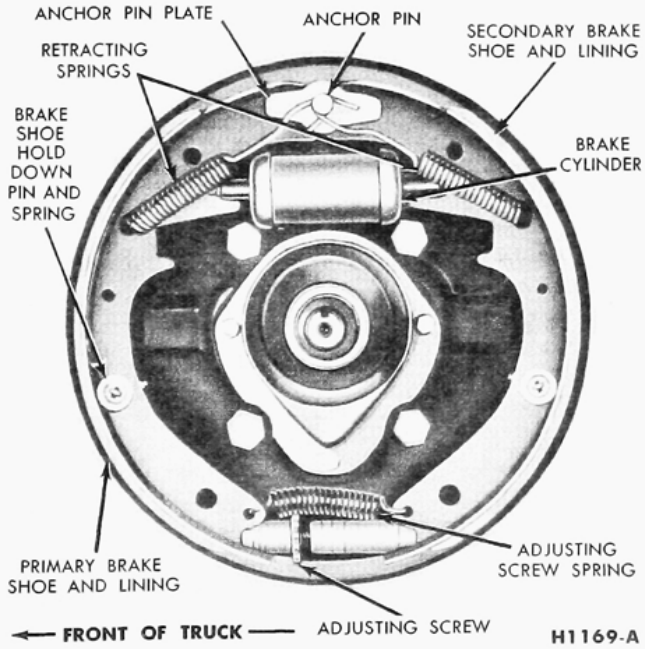

FIG. 8—Duo-Servo Single Anchor Brake Assembly
3. Remove the anchor pin plate (Fig. 8 or 9).
3. Remove the lock nut, washer, and wheel bearing adjusting nut from the steering spindle. Remove the wheel, hub and drum as an assembly (Refer to Fig. 8, Part 2-2). The wheel outer bearing will be forced off the spindle at the same time. Remove the wheel inner bearing cone.
3. Rotate the wheel in both directions and at the same time tighten the bearing adjusting nut to bring the bearing rollers into proper contact. After the bearings are firmly seated, back off the adjusting nut ⅛ turn (45°). Place the bearing adjusting lock washer on the spindle. Make sure the locking dowel on the adjusting nut enters the lock washer hole which most closely aligns with the dowel. Install the lock nut and torque to 40 ft-lbs (Fig. 8, Part 2-2).